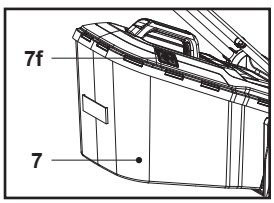

**Fig. 13**
2. Quando a escotilha (7f) está fechada, o recipiente de recolha de relva (7) está cheio e tem de ser esvaziado (Fig. 13).